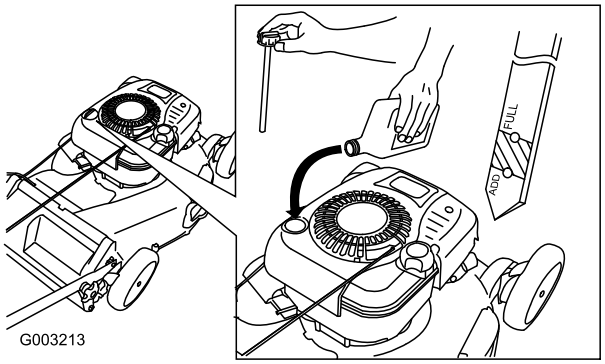

Figur 37
4. Hæld **langsomt** olie i oliepåfyldningsrøret, indtil oliestanden når op til linjen **Full** (fuld) på målepinden (Figur 37). **Fyld ikke for meget på.** (Påfyld maks.: 0,77 l, type: SAE 30W selvrensende olie med API-serviceklassifikation SF, SG, SH, SJ, SL eller højere.)